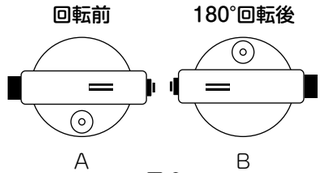

図 6
1. 整準ネジを使って気泡を中央の円の中心に入れます。（図 6-A）
気泡がずれなければ正常です。（図 6-B）